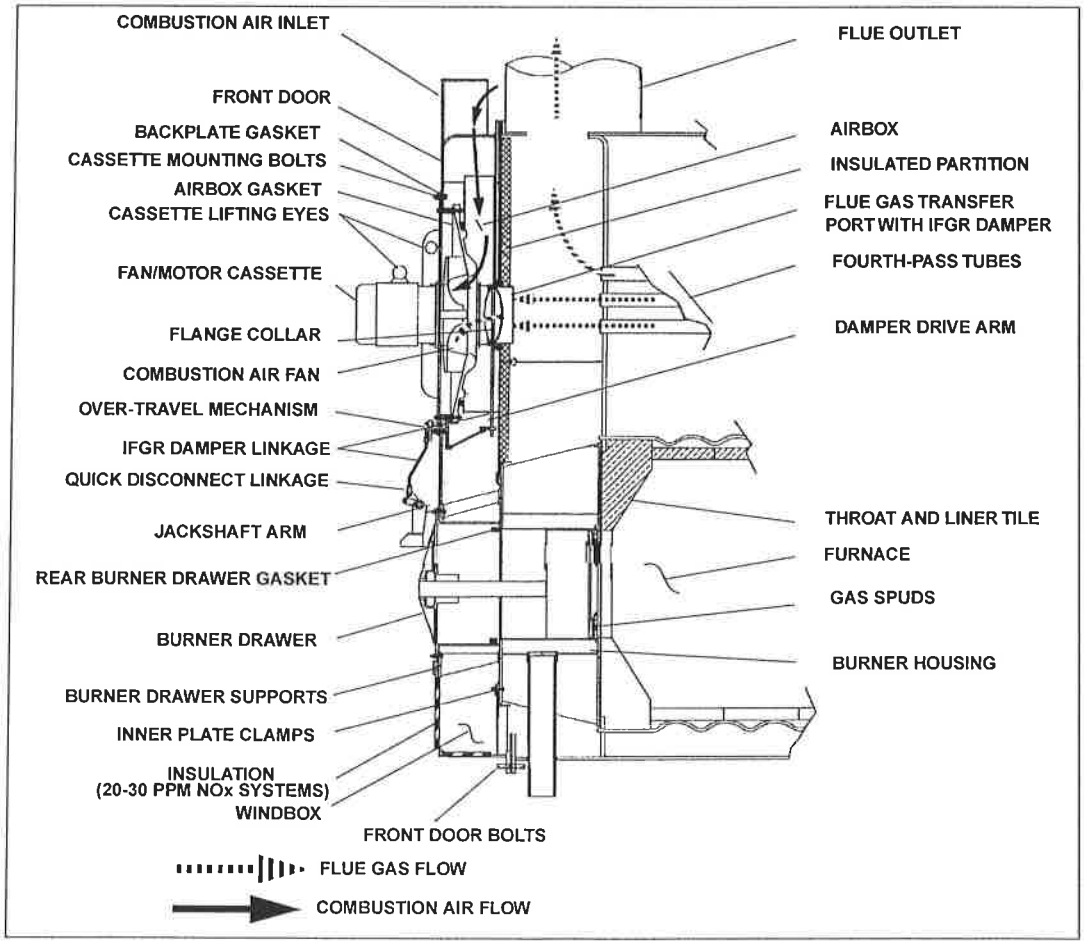

Figure: 1-15 Induced Flue Gas Recirculation System, General Arrangement
1. Flue Gas Transfer Port, IFGR Damper, and Flange Collar (Figure 1-15). The flue gas transfer port is a tube that allows the flue gases to travel from the exit of the fourth-pass tubes to the entrance of the combustion air fan.
3. Over-Travel Mechanism (Figures 1-15 and 1-16). The over-travel mechanism has two functions. It allows the linkage to pass through the front door, and it allows jackshaft rotation to exceed (over travel) IFGR linkage movement. A set of springs allows the linkage to stay in a fixed position while the jackshaft rotates.
6. Burner Drawer (Figure 1-15). The gas spudding pattern for the IFGR system may be different than that of a non-IFGR CB Burner of the same horsepower (HP) model designation.
7. Combustion Air Inlet (Figure 1-15). The combustion air inlets are located at the top of the front door. Air enters from the rear of the air inlet shrouds, which reduces the sound level and captures heat from the boiler and stack flue outlet.
8. Front Door Insulation (Figure 1-15). If NO_x emissions are below 60 PPM, the front door is insulated inside to control temperature build up. The insulation is held in place with wire mesh.